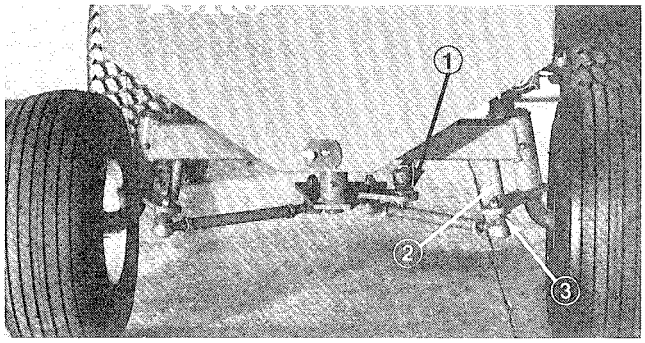

Figure 16
4. Steering must be readjusted to maintain correct turning radius. Turn steering wheel fully toward left. (Not required on Groundsmaster 223−D or 224). Loosen jam nuts (both ends) and lengthen steering tube until right hand spindle contacts axle stop. Tighten jam nuts (both ends) on steering tube (Fig.16).